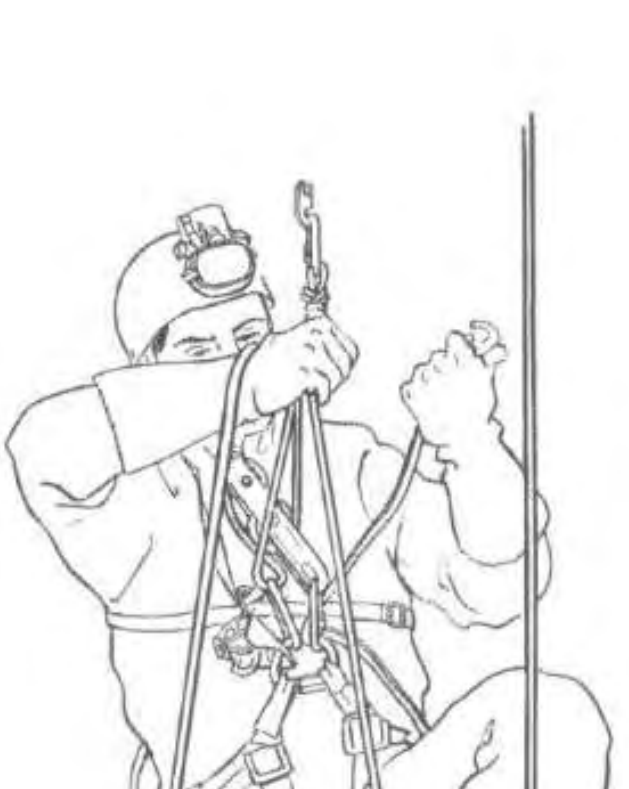

Fig. 147 – When there are no footholds, step up in the rebelay loop in order to unclip the cowstail.
4. To unclip your cowstail, grab the rebelay knot and the bottom rope (just below the braking carabiner) with the right hand and unclip the cowstail with the left while standing up on a ledge or in the loop made by the top rope (fig. 147). You will then find yourself in maximum braking position, your right hand holding the rope high.